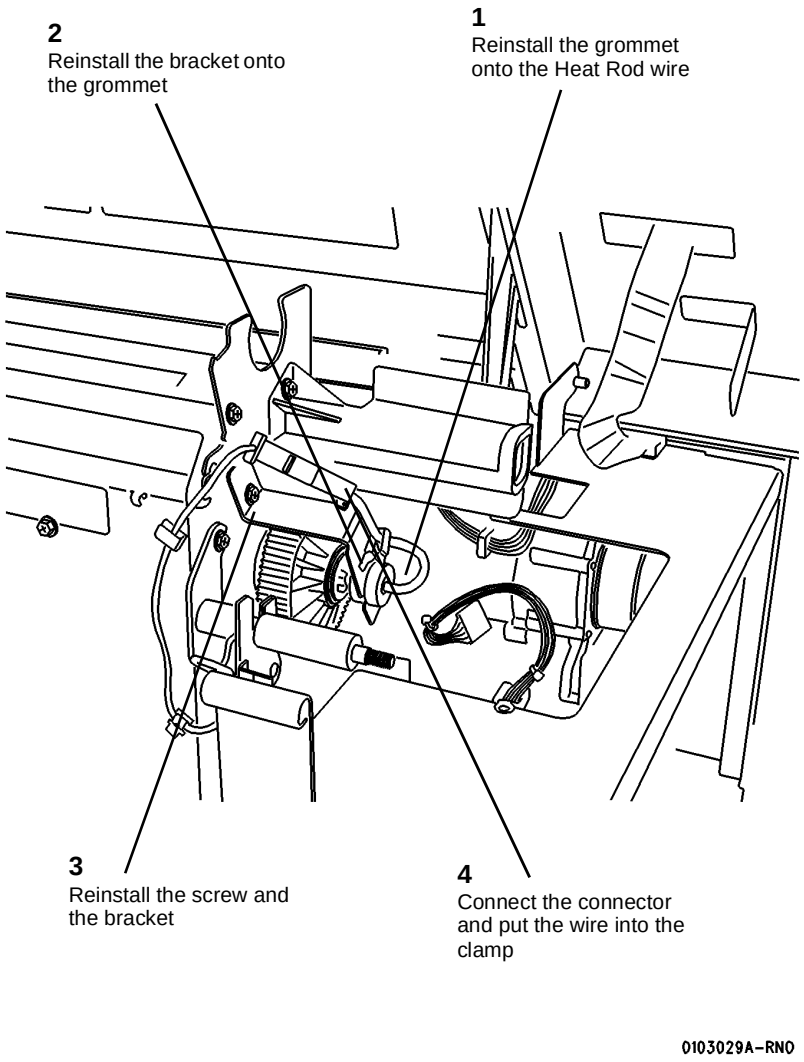

**Figure 6 Reinstalling the Bracket (Right side)**
3. (Figure 6): Reinstall the grommet and the bracket (Right side).